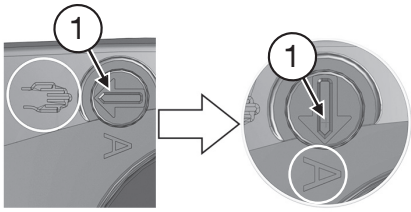

Fig. 14
6. Resetați comutatorul de funcționare (1) înapoi pe modul automat. Pentru aceasta, rotiți spre stânga comutatorul cu 90° în sens invers acelor de ceasornic folosindu-vă de o șurubelniță, astfel încât crestătura să se afle în poziție verticală și vârful săgeții să indice spre „A“ (fig. 14).